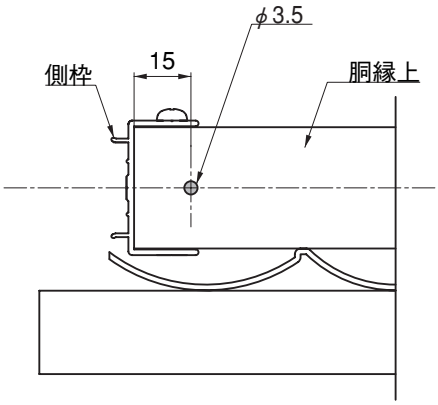

図3-1
❶パネル本体を切詰めた場合のみ、切断した側の胴縁上に側枠上キャップ取付け孔φ3.5をあけてください。（図3-1参照）